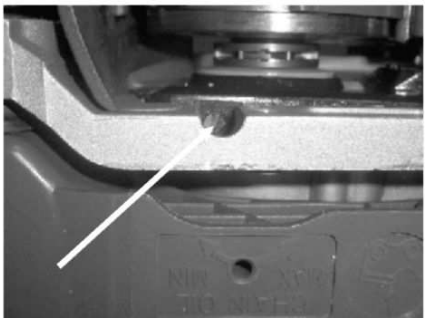

Рис.16
• Регулировка количества подаваемого масла осуществляется винтом **ВМ** (рис.16).При повороте винта **ВМ** по часовой стрелке количество подаваемого масла уменьшается, при повороте против часовой стрелки - увеличивается. Полный ход винта **ВМ** составляет ? оборота.